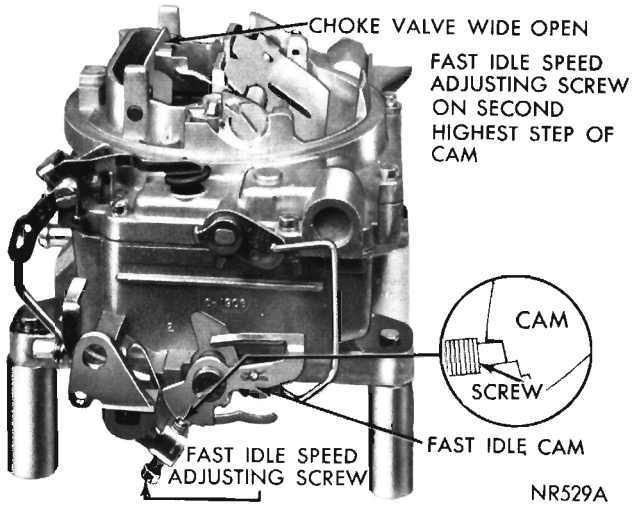

Fig. 20—Fast Idle Speed Adjustment (On Vehicle)
(1) With engine off and transmission in **PARK** or **NEUTRAL** position open throttle slightly.
(2) Close choke valve until fast idle screw can be positioned on the second highest speed step of fast idle cam. (Fig. 20).
(3) Start engine and determine stabilized speed. Turn fast idle speed screw **in** or **out** to secure specified speed. (Refer to Specifications).
(4) Stopping engine between adjustments is not necessary. However, reposition fast idle speed screw on came after each speed adjustment to provide correct throttle closing torque.